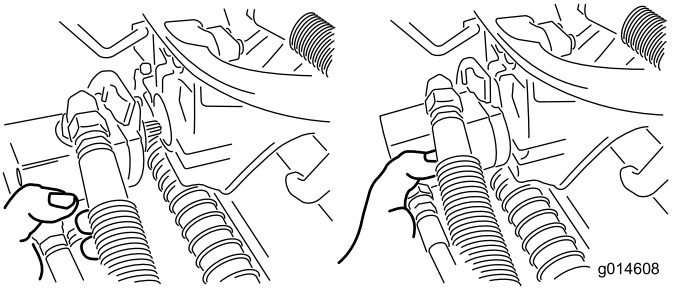

Figuur 36
3. Zet de motor in de opbergruimte op de voorkant van de ophangarm (Figuur 36).